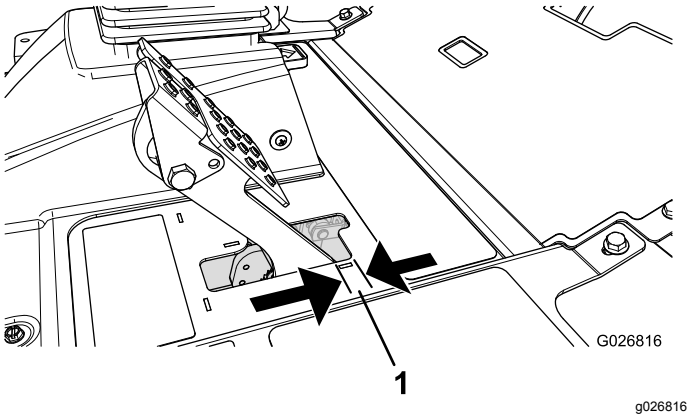

Figur 96
Justera bromsarna om bromspedalen har mer än 2,5 cm fritt spel eller om större fasthållningskraft krävs (Figur 96). Det fria spelet är det avstånd bromspedalen förflyttar sig innan bromsmotståndet känns av.
2. Dra åt den bakre muttern så att kabeln förs bakåt tills bromspedalerna har ett spel på 0,63–1,27 cm innan hjulen låses (Figur 96).